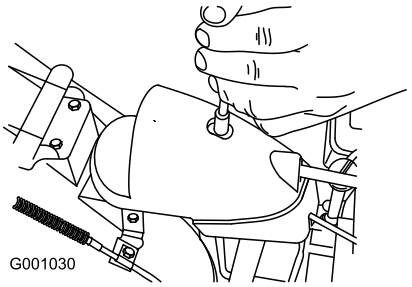

Figur 46
1. Fjern lukkemekanismen på geardækslet (Figur 46), løft dækslets forende op, og skub det tilbage og til siden.